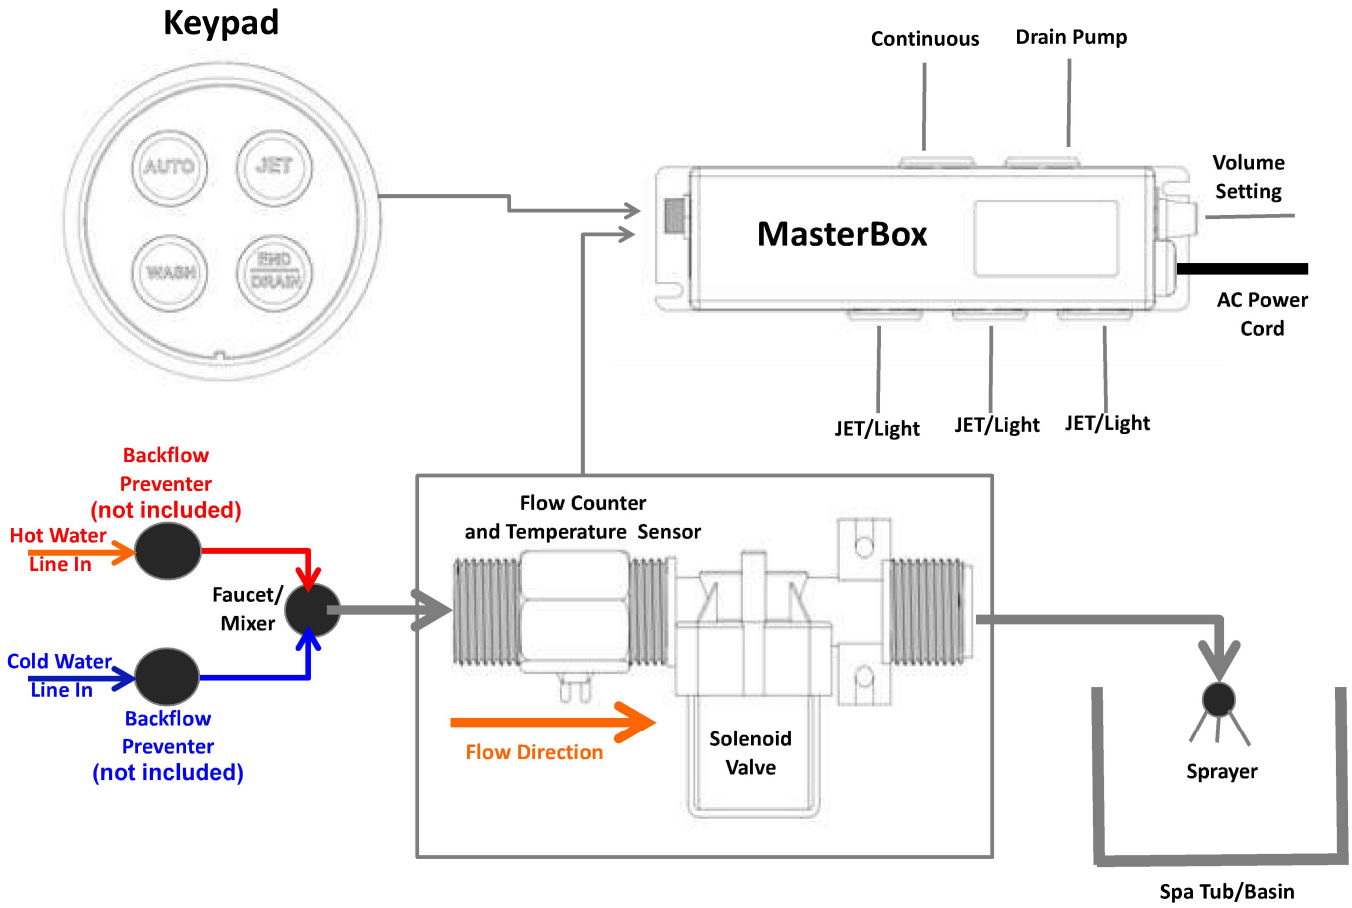

Fig.1: Connection Diagram
b) Connect the Control Keypad and Flow Sensor/Water Valve Package to MasterBox. See **Fig.1** above
1. Make a hole ( size 1-3/8") for the On/Off switch as shown (see fig 1). Pre-drill required.